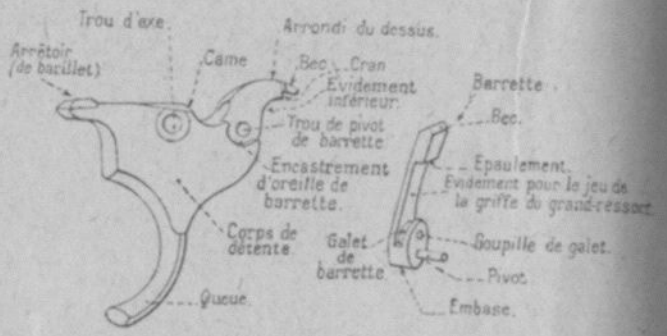

Fig. 11. — Détente et barrette.
12. Détente (fig. 11). — La *détente* comprend trois pièces :